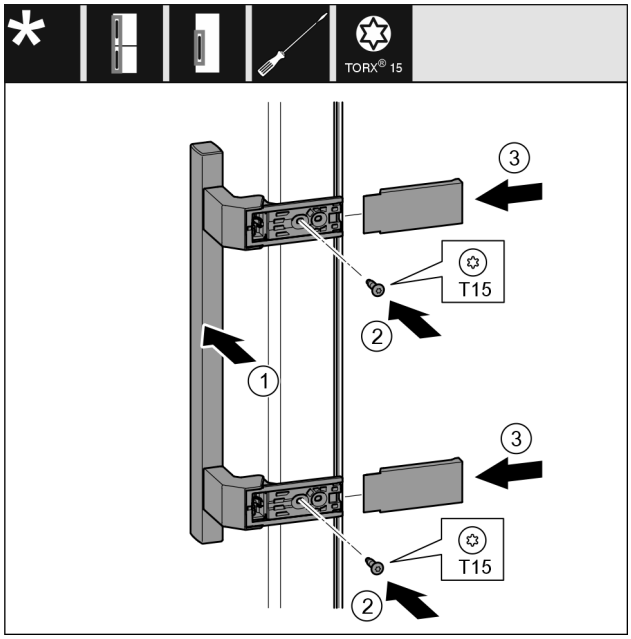

Fig. 55
- ▶ Place the handle *Fig. 55 (1)* on the opposite side.
- ▶ Tighten screws *Fig. 55 (2)* with screwdriver.
- ▶ Place the covers *Fig. 55 (3)* on the side and push them on.